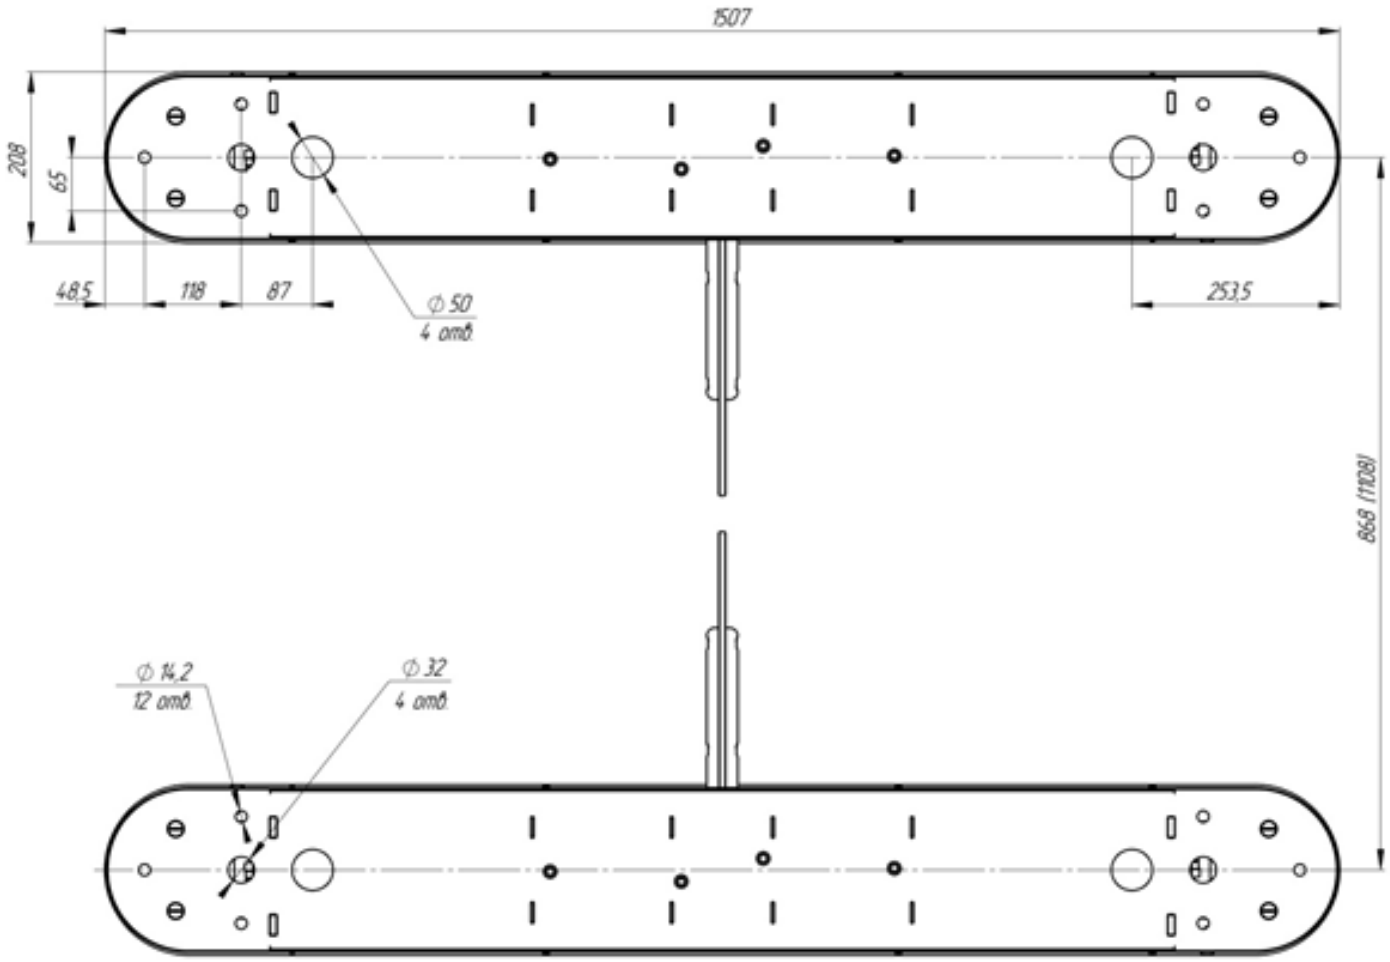

Рисунок 2 – Установочные размеры площадки турникета при ширине прохода 660 (900) мм
4.2.4 Рисунок 2 – подводку кабелей производить через отверстие диаметром 50 мм в нижних плитах модулей турникета.